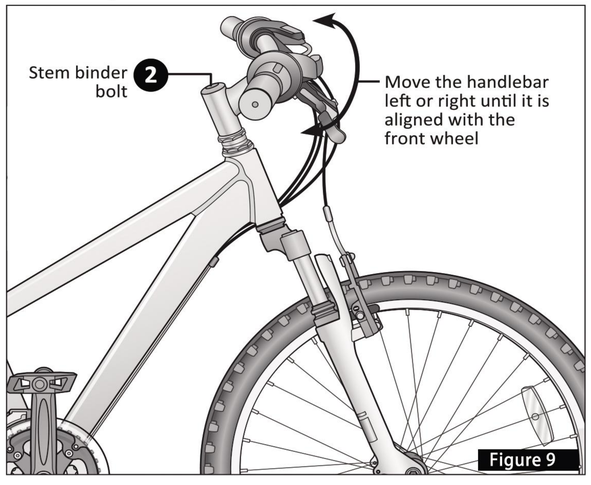

Figure 9
2. Using an Allen wrench, loosen the stem binder bolt and move the handlebar left or right until it is aligned with the front wheel**. Figure 9**